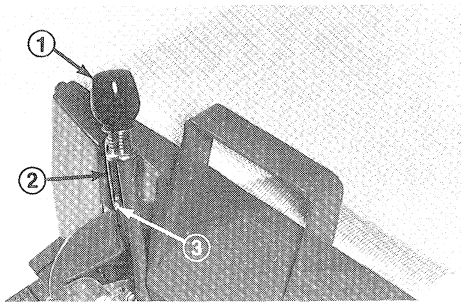

Figure 21
4. Squeeze lockout lever until it clears the bag latch. Then move handle rearward until it locks in notch at rear of bag latch (Fig. 21). The chute door in mower housing is now open, and mower is ready to bag grass.